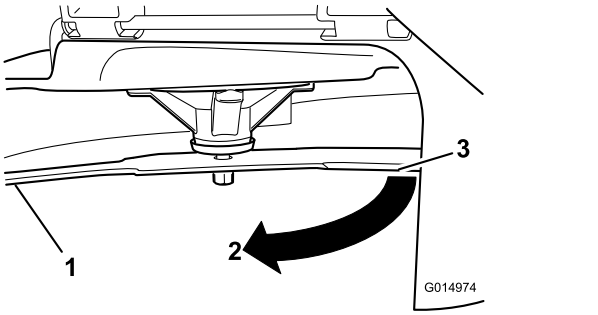

Figura 54
3. Distância medida entre a lâmina e a superfície (A)
4. Rode a mesma lâmina 180 graus para que a extremidade de corte oposta fique na mesma posição (Figura 54).